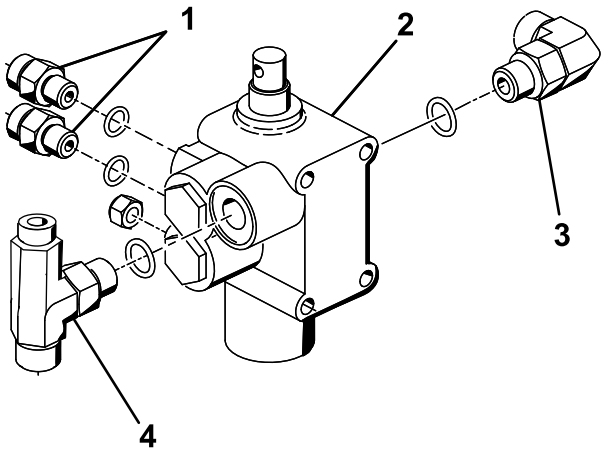

Figura 9
3. Enrosque un acoplamiento de 90°, los 2 acoplamientos hidráulicos rectos y el acoplamiento en T que se retiró de la válvula existente en 3 Preparación para la instalación de los componentes hidráulicos (página 5) en la válvula de elevación nueva, como se muestra en la Figura 9.